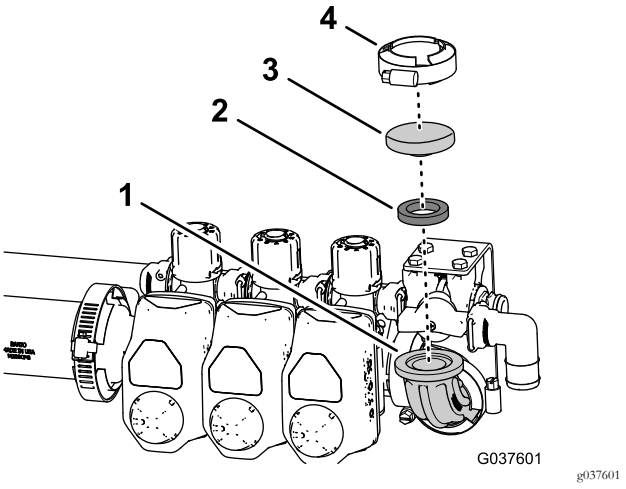

Figura 46
1. Alinee la junta (25 mm x 35 mm) y la tapa (52 mm) con la brida del codo de 90° (Figura 46).
2. Sujete la junta y la tapa al codo con la brida de fijación (40 mm a 64 mm), según se muestra en Figura 46.